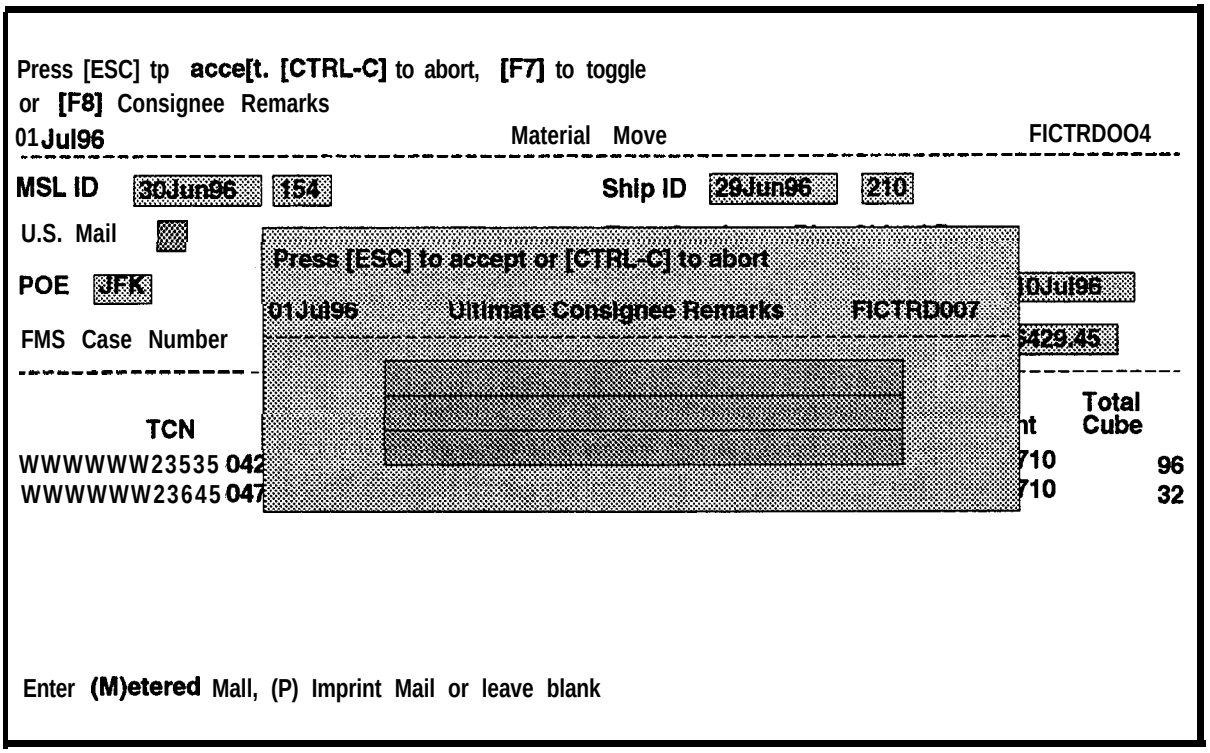

Figure 9-5. Ultimate Consignee Remarks Window in the Material Move Screen
(1) Use the cursor control keys to move up and down the list of shipment units.
(2) As necessary, press **F8** and the Ultimate Consignee Remarks window will be displayed for each Shipment Unit as shown in Figure 9-5.
(2) As necessary, press **F8** and the Ultimate Consignee Remarks window will be displayed for each Shipment Unit as shown in Figure 9-5 (page 9-9 above).